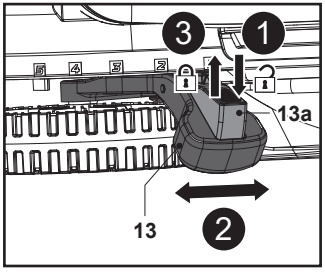

Fig. 9
1. Squeeze the locking button (13a) and hold it in position (Fig. 9, step 1).
2. Move the lever (13) forward or backward to adjust the cutting height (Fig. 9, step 2).
3. Release the locking button (13a) and ensure the lever (13) engaged in the slot properly (Fig. 9, step 3).